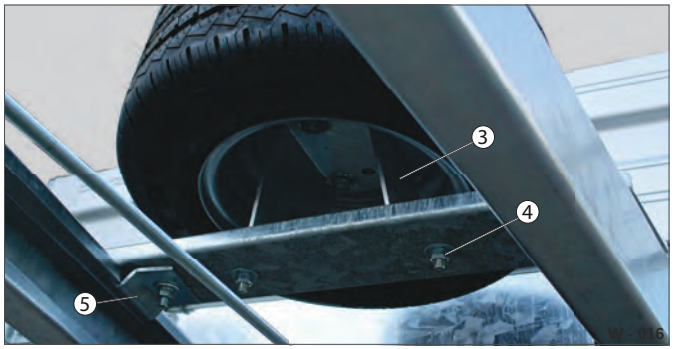

Fig. 18 Fastgørelse af reservehjulet
▶ Kontrollér regelmæssigt, at skruesamlingerne (Fig. 18 /4) til reservehjulholderen (Fig. 18 /3) og klemmeholderen (Fig. 18 /5) sidder fast.